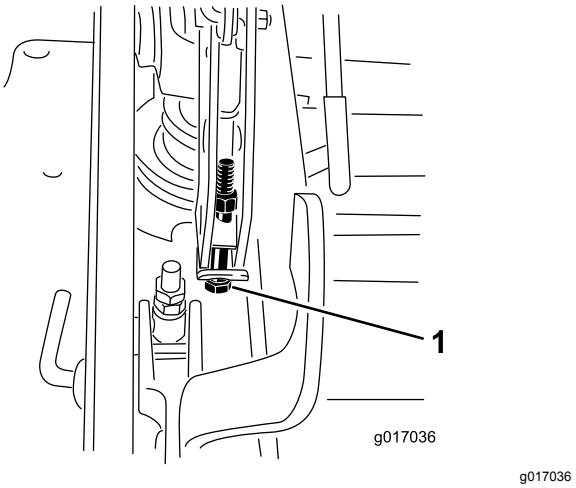

Figur 111
12. Om däcket är för lågt drar du åt enkelpunktjusteringsskruven genom att vrida den medurs. Om däcket är för högt lossar du på enkelpunktjusteringsskruven genom att vrida den moturs (Figur 111).